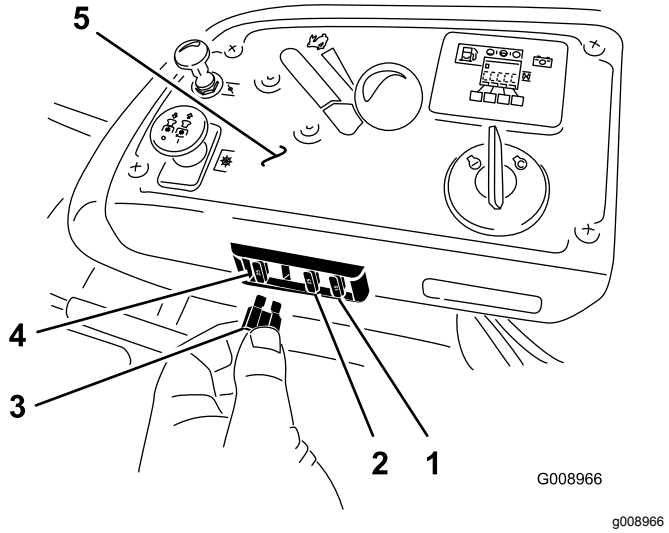

**Figuur 73**
De zekeringen bevinden zich op het bedieningspaneel aan de rechterkant van de stoel (Figuur 73).
2. Monteer een nieuwe zekering (Figuur 73).